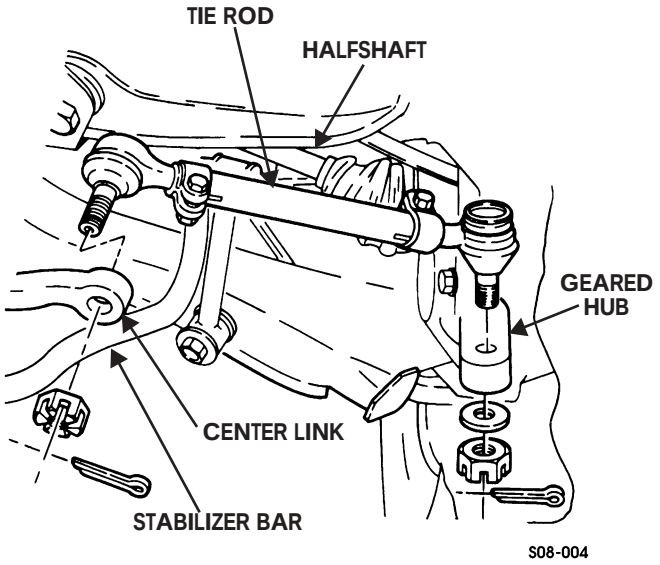

Figure 8-5: Tie Rod
2. Remove cotter pin and slotted nut securing tie rod to center link. Discard cotter pin (Figure 8-5).
1. Install tie rod on center link with slotted nut. Tighten slotted nut to 70 lb-ft (95 N•m) (Figure 8-5).